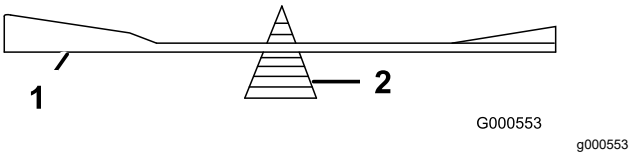

Figure 78
2. Vérifiez l'équilibre de la lame en la plaçant sur un équilibreur (Figure 78).